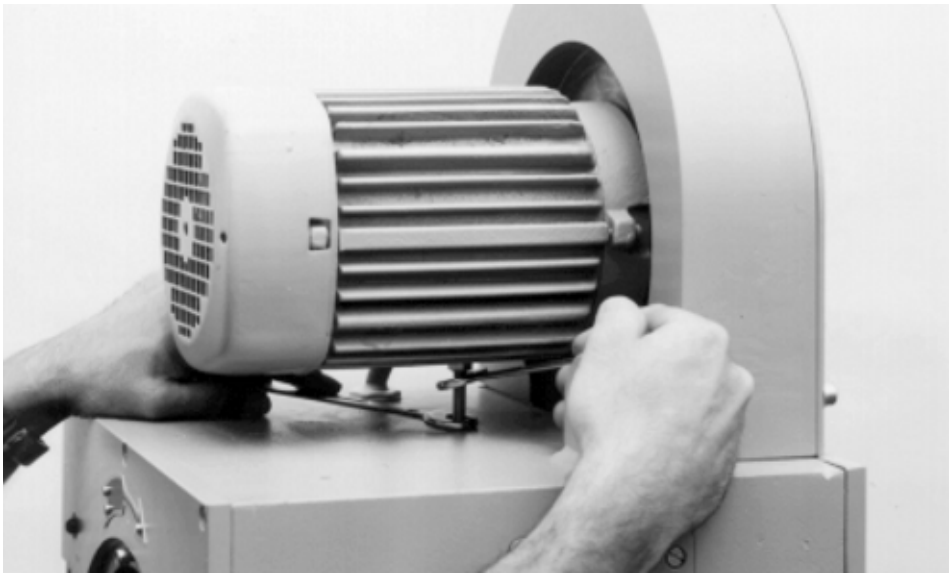

Fig. 5.12 Setting the belt tension, setscrew and locknut
- Loosening the clamping screws M 8x25 DIN 912 (ref. to Fig. 5.12)